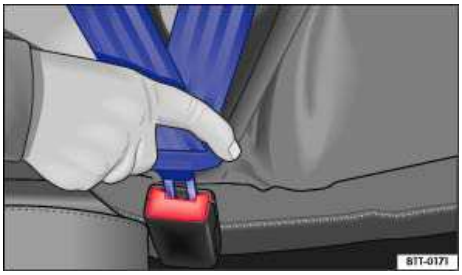

Fig. 58 Inserting the buckle tongue into the belt buckle.
- Insert the tongue into the correct buckle for your seat until you hear it latch securely ⇒ fig. 58.